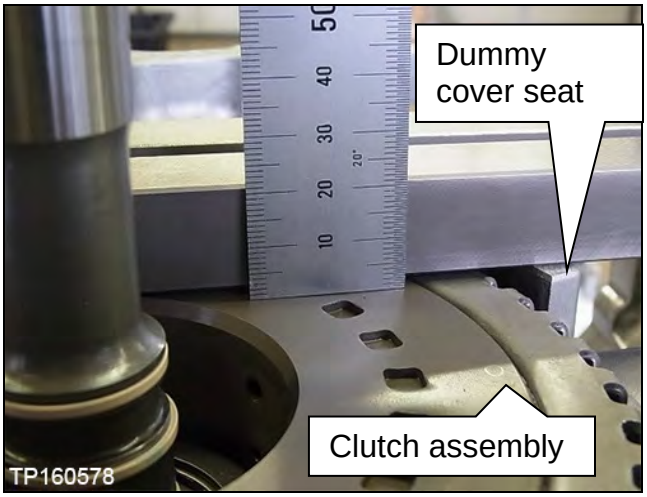

Figure 4G
- The clutch assembly should sit 2-3 mm lower than the dummy cover seat (Figure 4G).